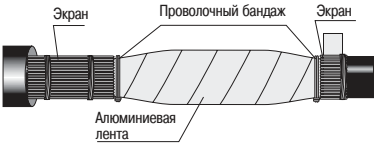

Рисунок 11
4.19 Поверх ус женной з щитной трубки обернуть люминиевую ленту с 50 %-ным перекрытием. Лент должн плотно прилег ть к поверхности трубки. По кр ям люминиевую ленту з крепить б нд жом из 2–3 витков проволоки (рисунок 11).